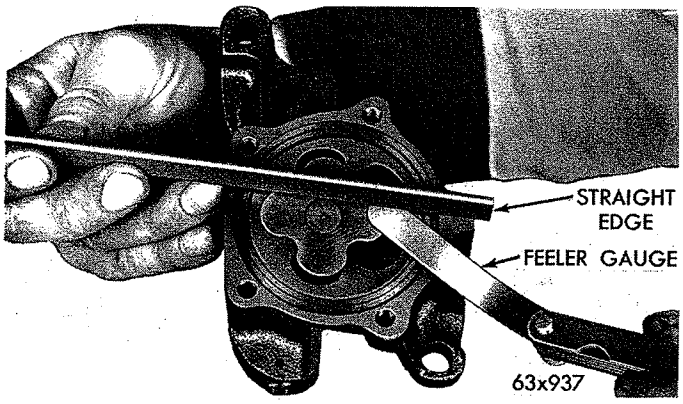

*Fig. 57—Measuring Clearance Over Rotors*
(6) Slide outer rotor and inner rotor into pump body and then place a straightedge across the face between the bolt holes (Fig. 57). If a feeler gauge of more than .004 inch can be inserted between the rotors and straightedge, install new rotors.